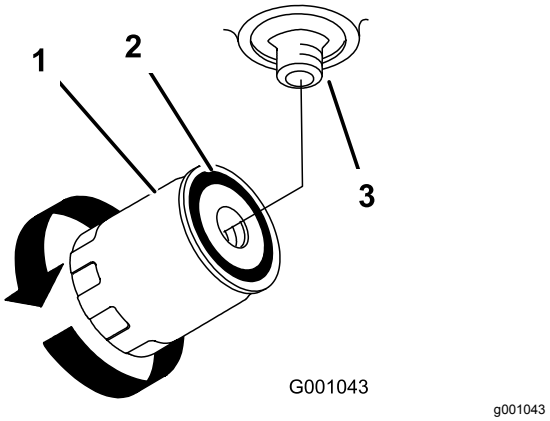

Bild 80
7. Ölen Sie die Gummidichtung am Ersatzfilter leicht mit Frischöl ein (Bild 80).
9. Füllen Sie den Hydraulikbehälter mit Hydraulikflüssigkeit, bis die Flüssigkeit über den Filter läuft. Drehen Sie den Filter dann nach rechts, bis die Gummidichtung den Filteradapter berührt. Ziehen Sie den Filter dann um eine weitere halbe Umdrehung fest (Bild 80).